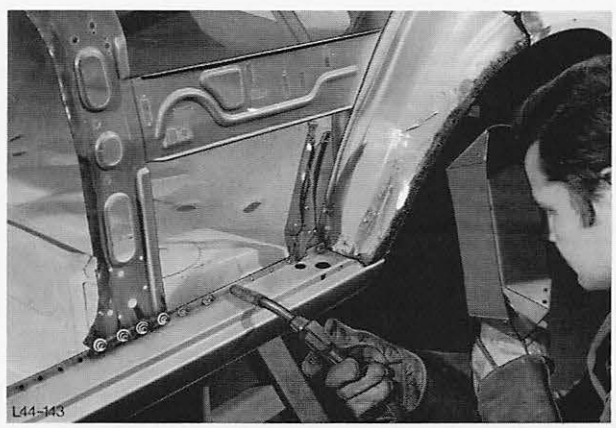

Abb. 155 Türschweller Loch-schutzgasschweißen
12. Verbindung – Radhaus/Türschweller schweißen, alle anderen Ansatzstellen Loch-schweißen, Abb. 155.